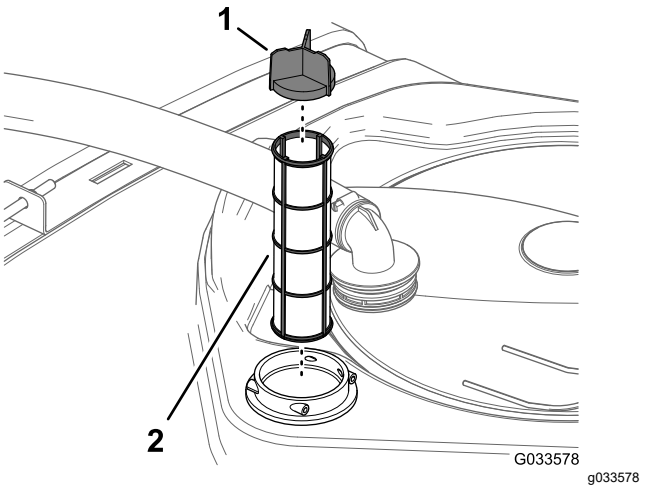

Figur 50
4. Dra ut sugfiltret ur filterkåpan i tanken (Figur 50).